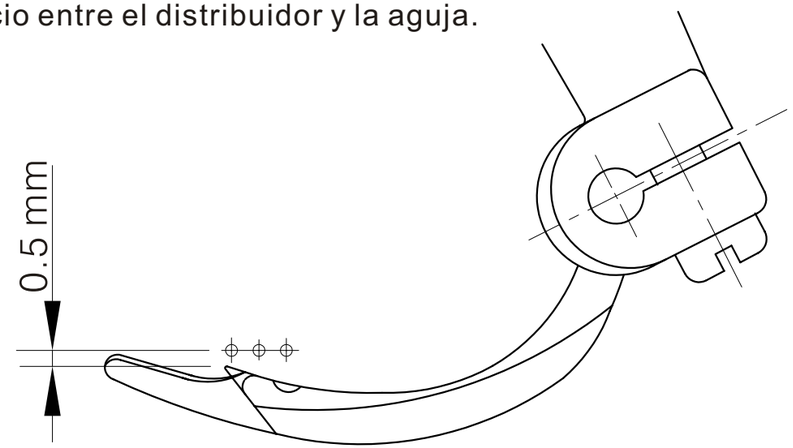

Fig. 51
2. Cuando el distribuidor pase por la aguja izquierda el espacio ente ellos debe ser de 0.5 mm. (Fig.51)